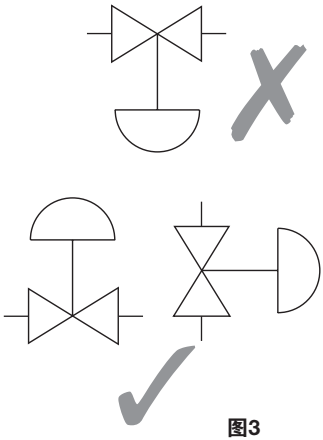

图3
3.3 确定正确的安装位置和流体方向。阀门最好沿着水平管线安装在管道上方（见图3），当阀体上装有执行器时，必须遵循执行器的安装维修指南。